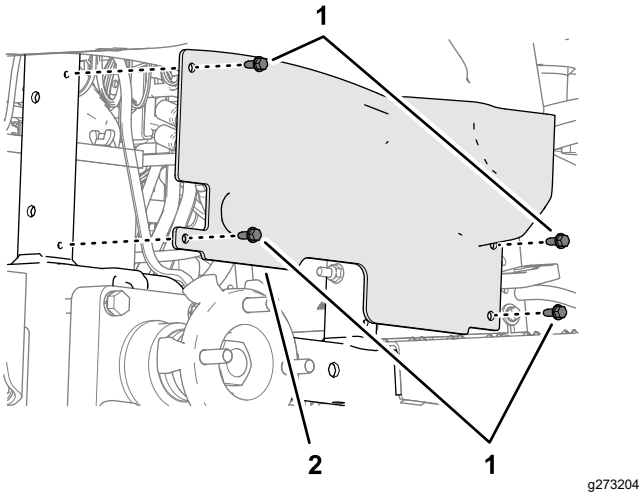

Figuur 31
3. Verwijder de 4 flenskopschroeven (¼" x ⅝") waarmee het scherm van het wiel bevestigd is aan het frame van de machine (Figuur 31).
6. Breng de openingen in het wielscherm op een lijn met het frame van de machine (Figuur 31) en bevestig het scherm aan het frame; gebruik hierbij de 4 flenskopschroeven (¼" x ⅝") die u verwijderd hebt in stap 3.